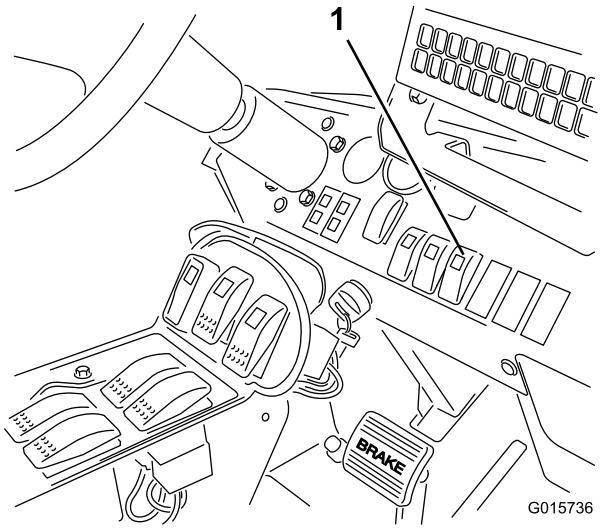

Figuur 20
4. Druk de schakelaar van de sonische spuitboom op het dashboard op Auto (Figuur 20).